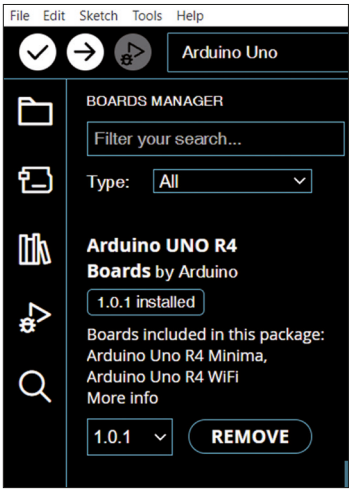

Figure 10.3 Install the Arduino UNO R4 boards package.
- Search for Arduino UNO R4 Boards (Figure 10.3) and click INSTALL to install it. At the time of writing this book, the version was 1.0.1.